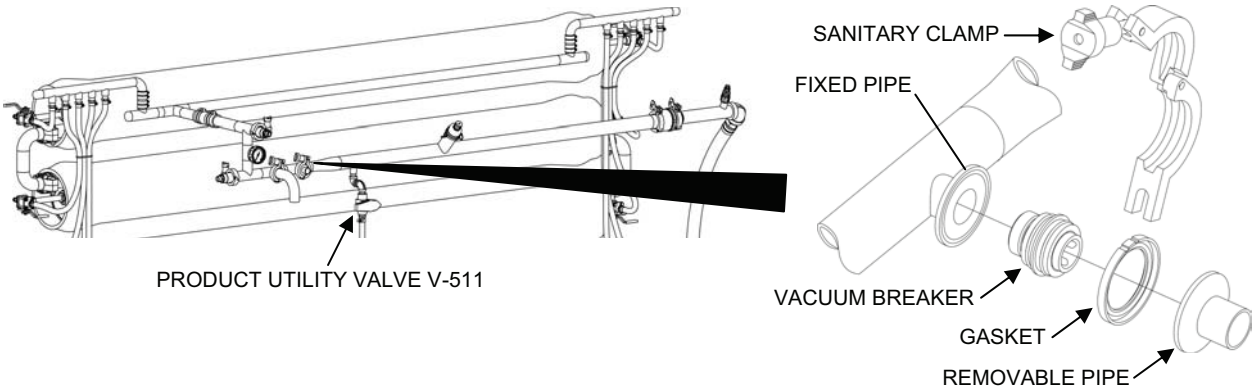

Figure 10. Product Vacuum Breaker VB-501 Replacement.
1. Remove Product Vacuum Breaker VB-501as follows (see Figure 10):